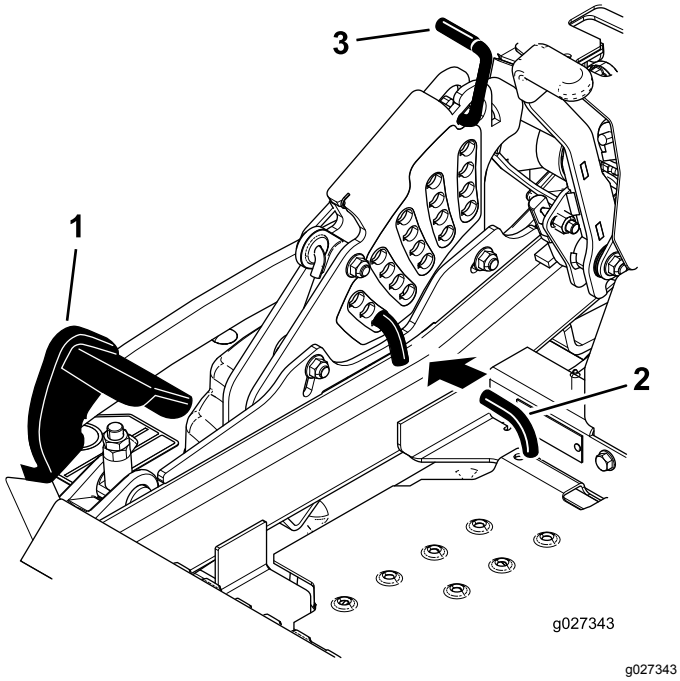

Figur 84
5. Skub pedalen til skjoldløft hele vejen frem, hvorefter skjoldet låses i transportpositionen på 14 cm (Figur 84).